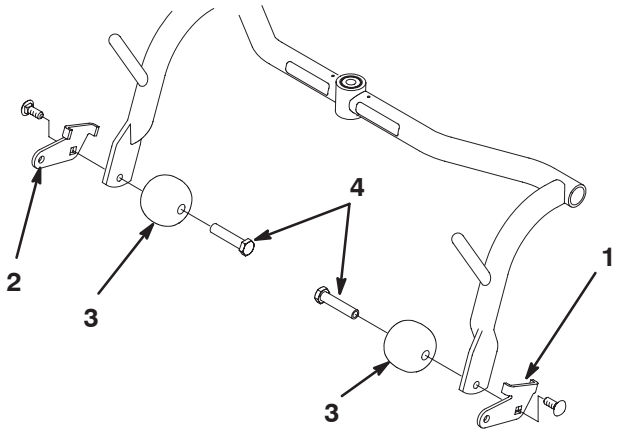

Figure 9
18. When the cutting unit is mounted in the **right front or left front** position on the traction unit and a groomer **is** installed (Fig. 9–11):
B. Remove the roller shaft and carriage securing the anti-scalp roller to the end of each **front** carrier frame (Fig. 9).
C. Mount the appropriate link bracket (right-hand or left-hand) and an anti-scalp roller to the end of each **front** carrier frame with the roller shaft and carriage bolt previously removed. Position the brackets as shown in Figure 9.